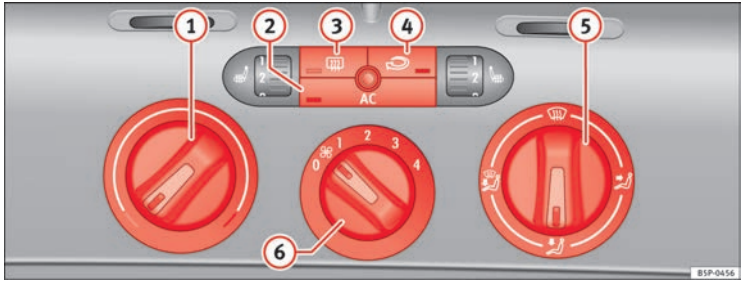

Fig. 127 Sulla plancia portastrumenti: i comandi del Climatic
– Ruotare verso destra la manopola di regolazione della temperatura ⇒ fig. 127 (1) portandola sul livello desiderato.